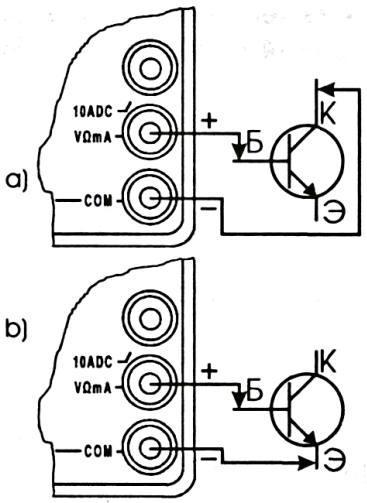

Рис. 5
1. Коснитесь щупом красного провода базы транзистора, а другим щупом поочередно коллектора и эмиттера (рис. 5, а, б). Это будет прямое включение переходов «база-коллектор» и «база-эмиттер». Если переход исправен, то на дисплее высветиться падение напряжения на нем, выраженное в милливольтах.